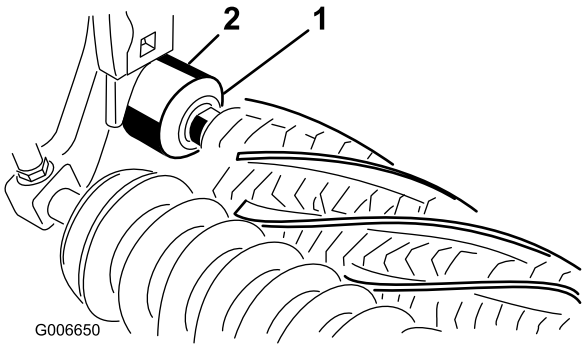

Figur 25
26. Kontroller at pakningskanten på hver pakning er i lett kontakt med hvert lagerhus (Figur 25).